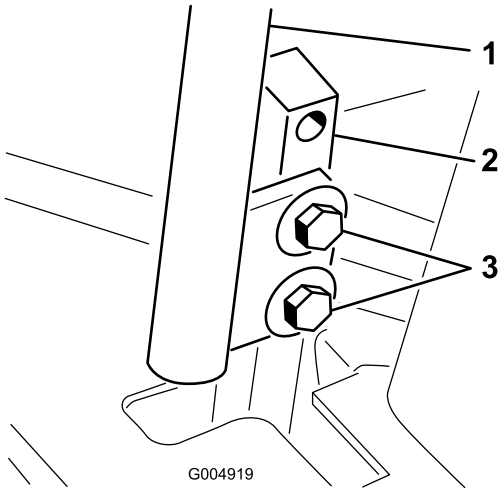

**Rysunek 58**
3. Usuń śruby mocujące dźwignie sterowania (Rysunek 58).